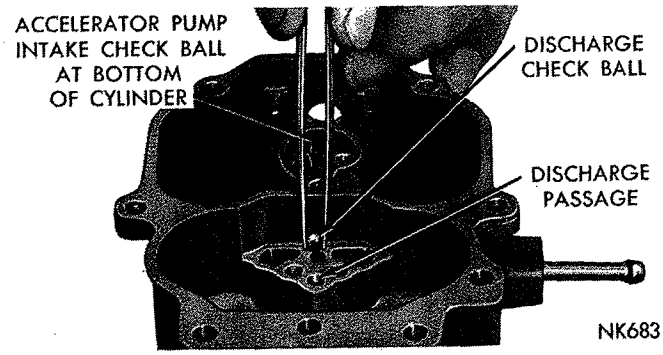

*Fig. 8—Installing Accelerator Pump Discharge Check Ball*
(1) Invert main body and place insulator in position, then place throttle body on main body and align. Install screws and tighten securely.
(2) Install accelerator pump discharge check ball (5/32 inch diameter) in discharge passage, as shown in (Fig. 8). Drop accelerator pump intake check ball (3/16 inch diameter) into the bottom of the pump cylinder.